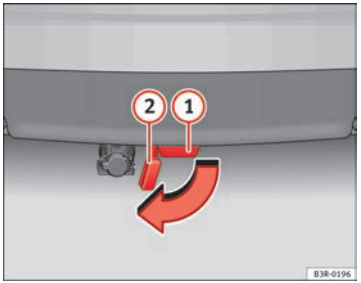

Fig. 166 Rear bumper: Open the cover piece
– Remove the cover piece (2) ⇒ Fig. 166 on the mounting fixture (1) below the bumper as far as it will go. The cover piece is held automatically in the open position.